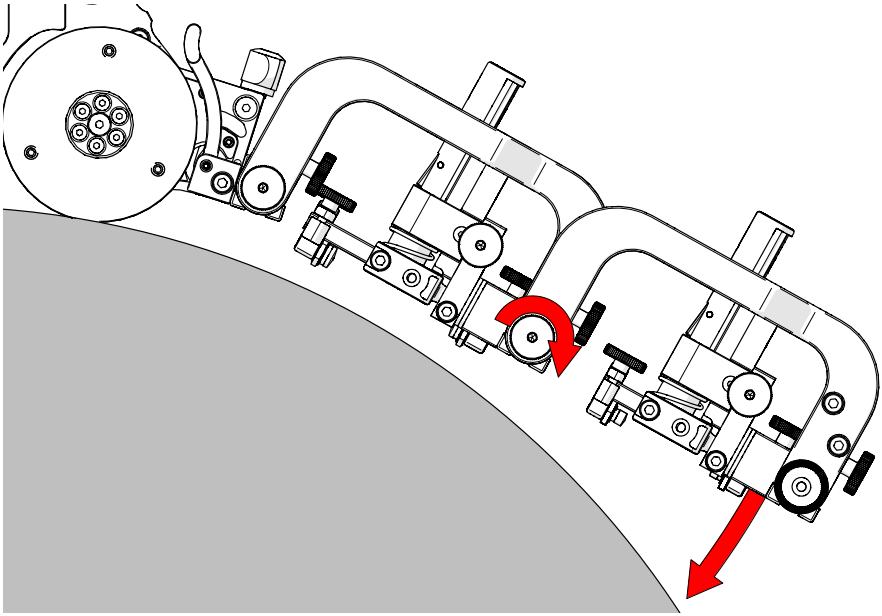
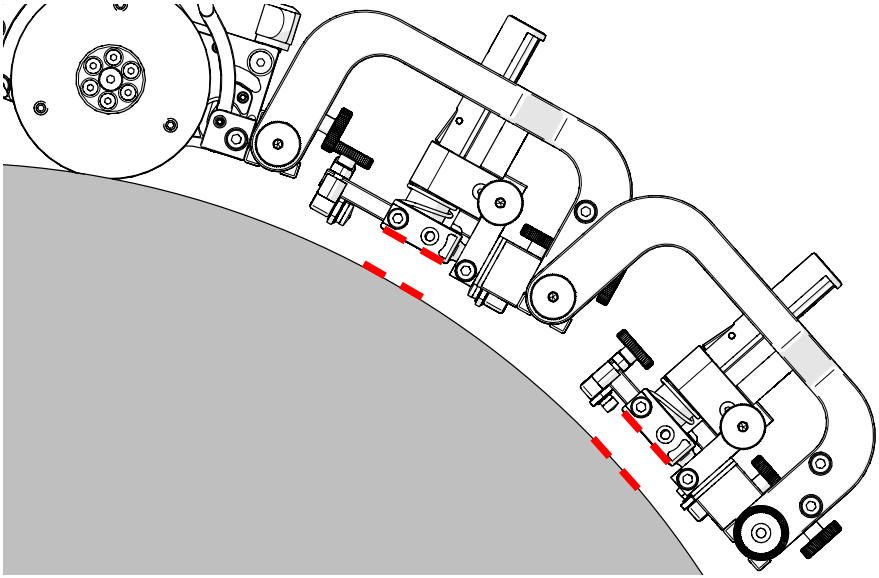

Fig. 172 - Set front rotational adjustment knob
Fig. 173 - Align probes with the scan surface tangent
6. Loosen the front rotational adjustment knob *(Fig. 172)* to align the TOFD probe holders parallel with the scan surface *(Fig. 173)*.